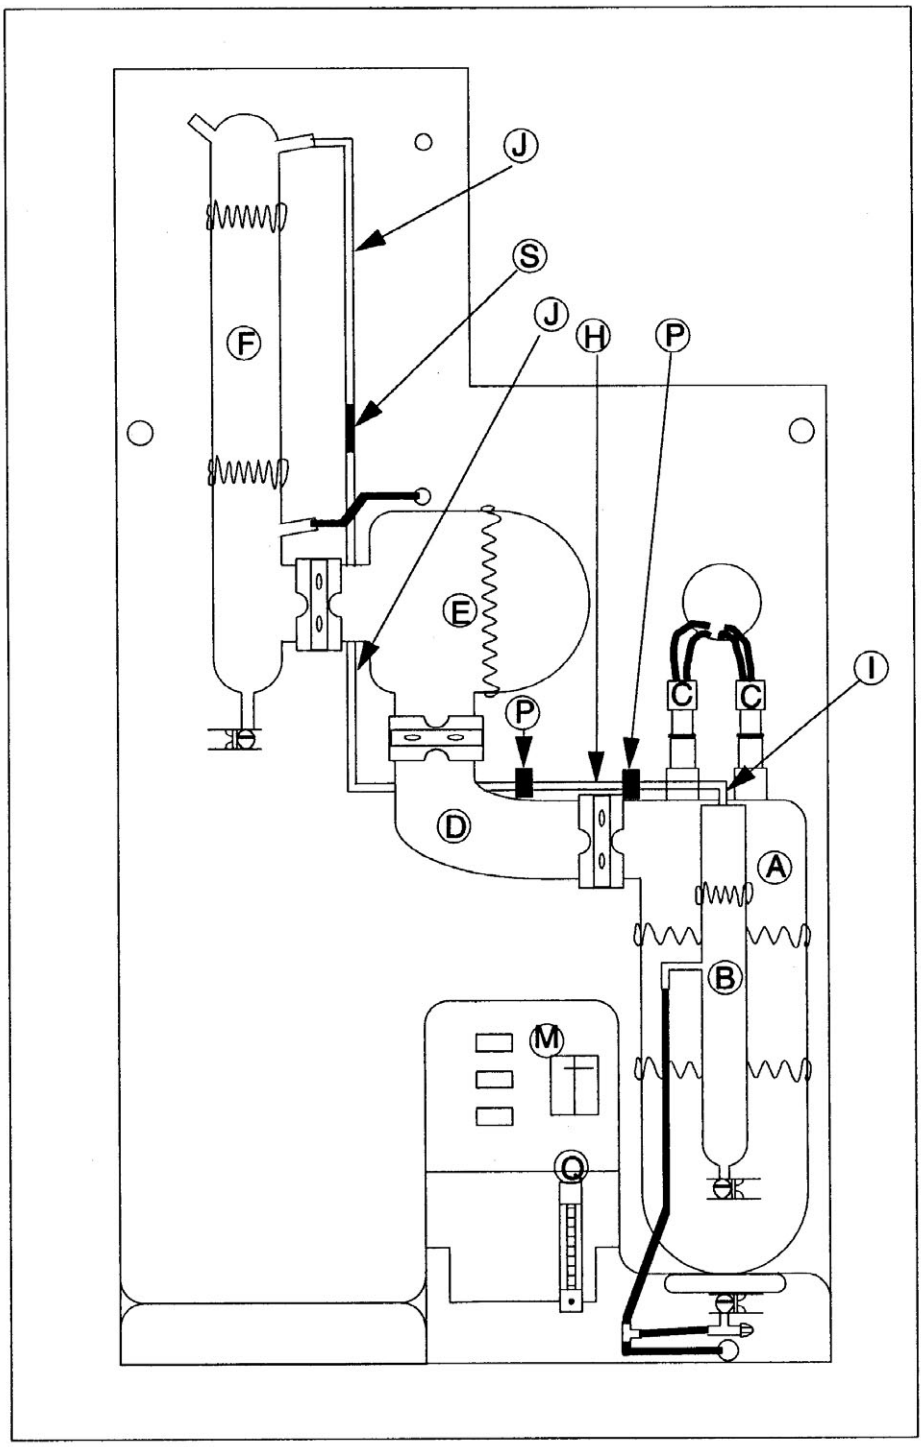

Figure 4-2. Assembled Component Locations
10. Assemble the two “J” tubes at end marked "2." Attach one end marked "1" to top right condenser outlet as shown in Figure 4-2.
11. Assemble tubes “H” and “I” at end marked "5." Attach end marked "1" to end "1" of tube installed in Step 2. Route unmarked end into constant level chamber “B” as shown in Figure 4-2.
12. Locate the two boiler fill tube clips “P” in parts box. Install on boiler fill tube “H”, remove paper backing and stick to cabinet as shown in Figure 4-2.